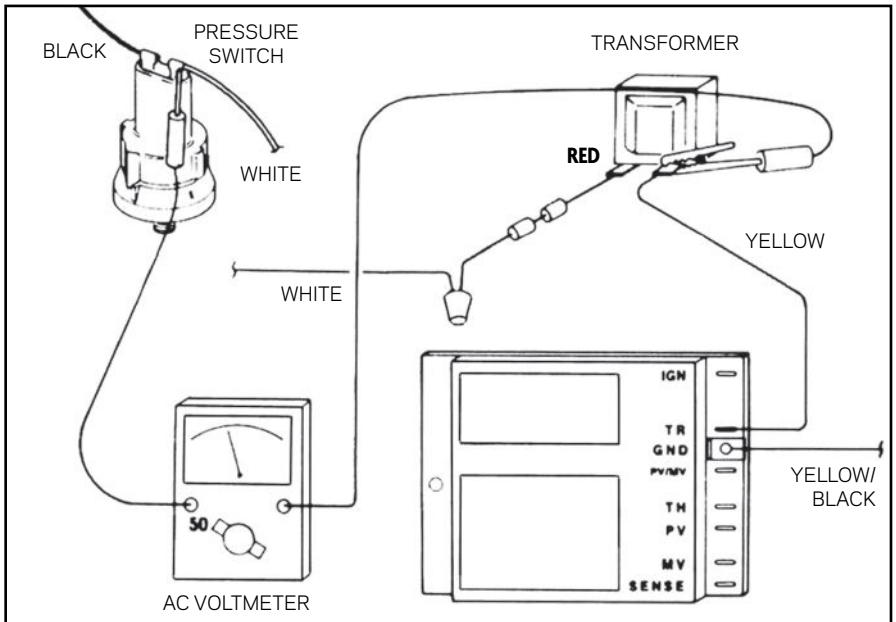

Figure 2: Pressure switch test in an IID system
• **Check the circuitry.** With the lead from the voltmeter still in contact with the ground or common terminal on the transformer, check for voltage along the circuitry, starting with the safety fuse; use the other lead as a probe. Then move to the fusible link, the high-limit switch and the pressure switch (see Figure 2). If there's voltage at these points, the parts are good. If not, they need replacing.